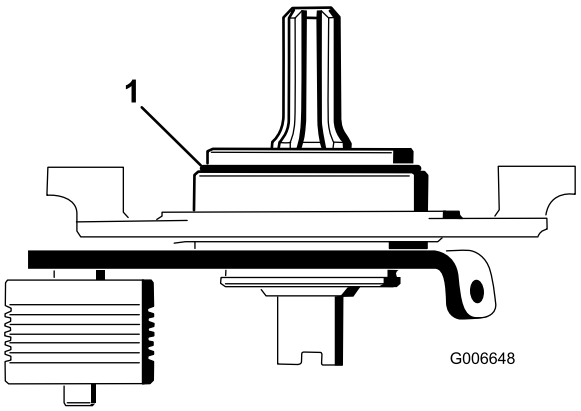

Figuur 23
22. Verwijder met een 3/8-16 tap de verf in de buitenste montageopeningen in de linker en de rechter zijplaat (Figuur 23).
Belangrijk: Zorg dat de O-ring goed op de draaispil is geplaatst (Figuur 23).